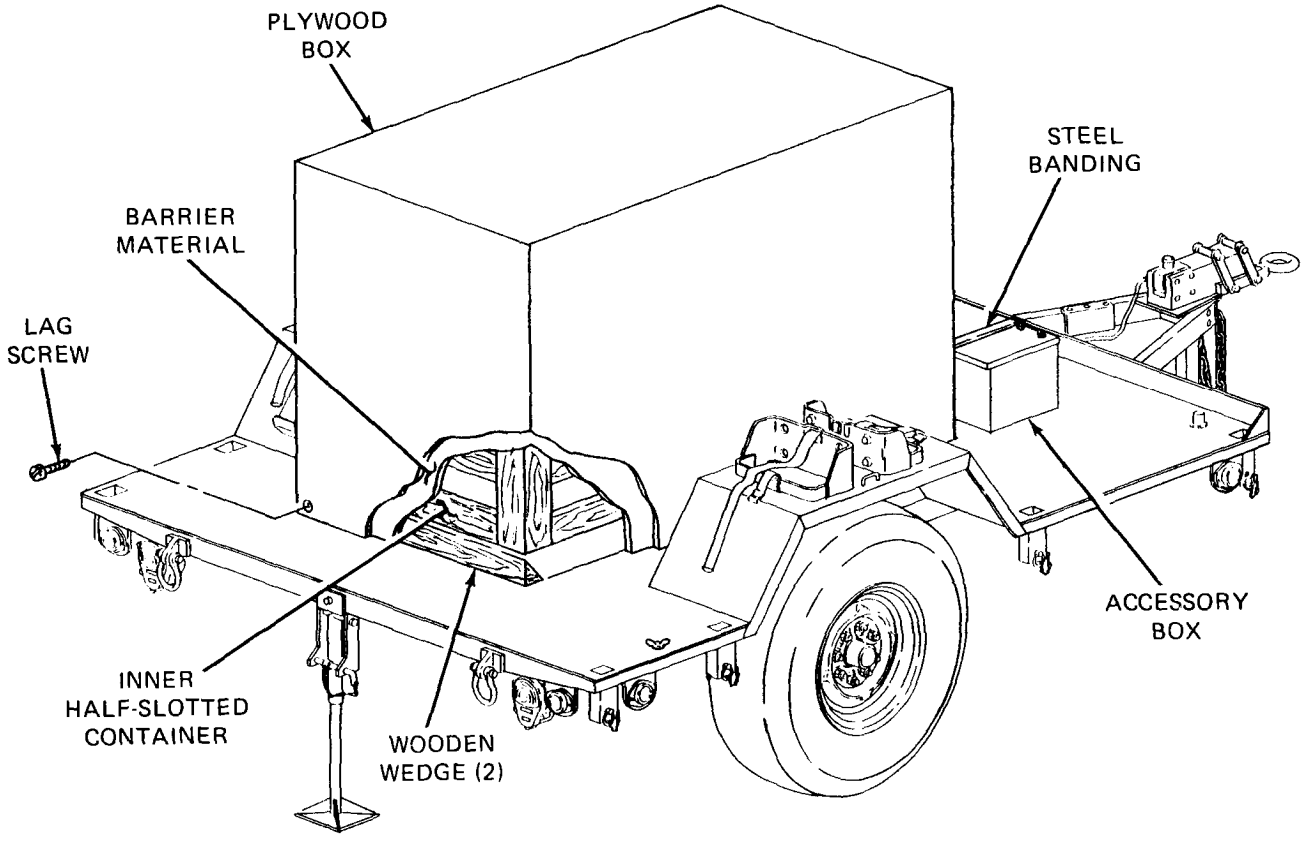

Figure 4-1. Uncrating Generator Set.
a. *Unpacking Power Unit. (See* figures 4-1 and 4-2.) The generator set is packed in place on the trailer body. Before beginning the unpacking procedure, locate, remove, and save the waterproof envelopes marked Depreservation Guide.